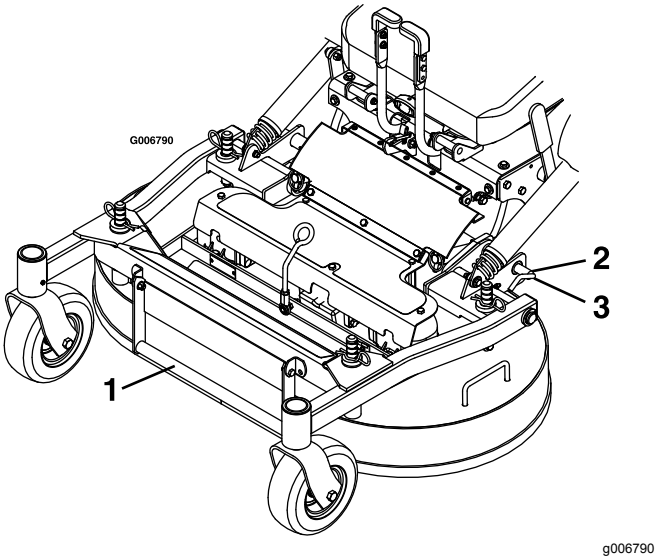

Figur 10
6. Slip plæneklipperskjoldets låsestifter på hver side (Figur 10).
4. Skub skjoldets låsestifter indad, og drej dem fremad for at låse plæneklipperskjoldet forsvarligt i sænket position (Figur 10).